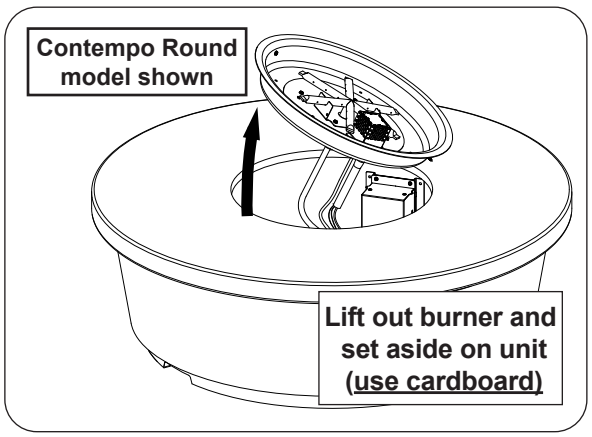

Fig. 54-1 Gain access to interior (if needed)
1. The burner will need to be partially removed. Prior to removal, rest cardboard over the surface of the table top (to prevent damage to the finish when the burner is set aside on the unit). Remove all media. Use a $^{5}/_{16}$" nut driver to partially unfasten the 2-4 screws found on the burner assembly. Then carefully lift out the burner and set it off to the side. See Fig 54-1.